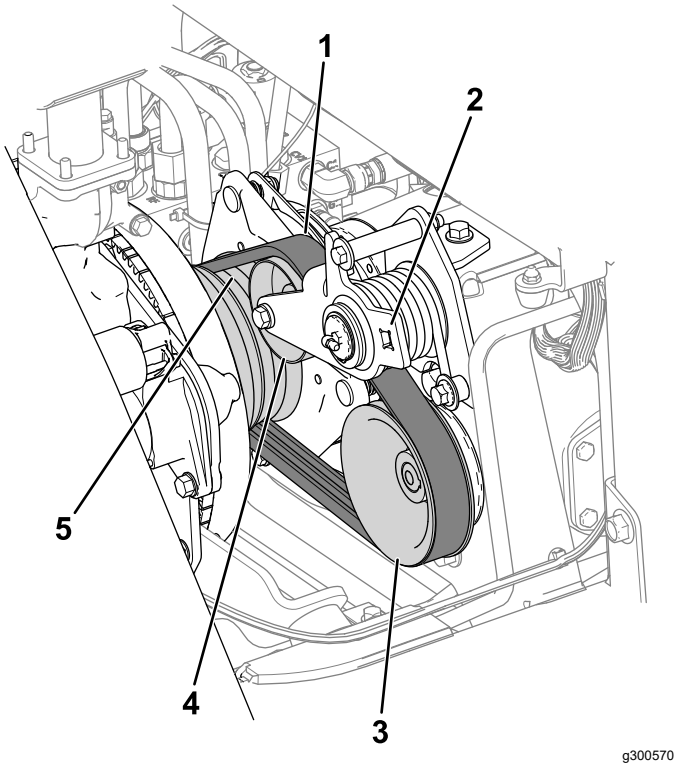

Figur 74
3. Før remmen på motorremskiven, styreremskiven og pumperemskiven (Figur 74).